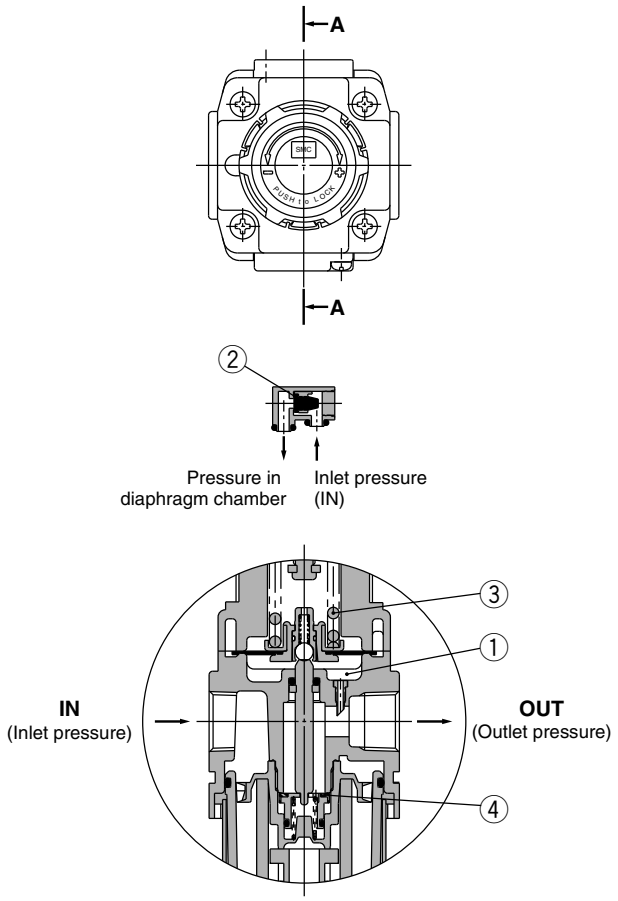

Figure 1 Normal
When the inlet pressure is higher than the regulating pressure, the check valve operates as a normal regulator (Figure 1).
When the inlet pressure is higher than the regulating pressure, check valve ② closes and operates as a normal regulator (Figure 1).